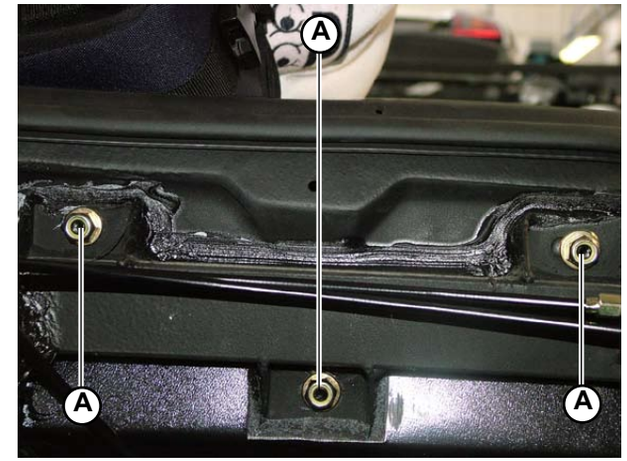

Fig.2
3. Detach the front bumper from the chassis by unscrewing the 6 connecting screws (**A-Fig.2**) (3 screws on the right and 3 screws on the left).